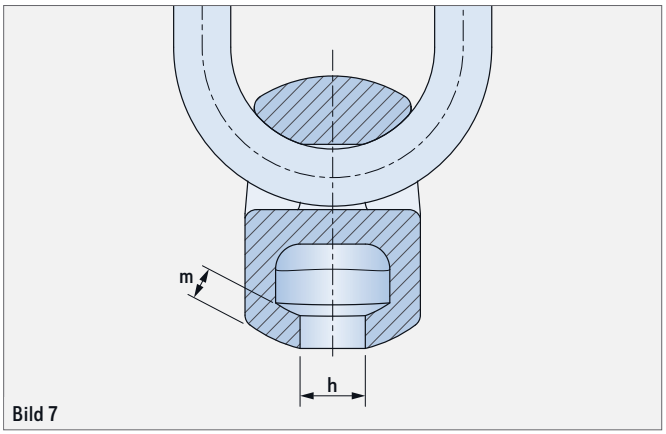

Bild 7
- Bei Über- bzw. Unterschreitung der zulässigen Verschleißmaße ist ebenfalls die Ablegereife erreicht (siehe Tabelle 4 und Bild 7).
PHILIPP bietet zum schnellen und einfachen Prüfen der Verschleißmaße an einem Kugelkopf-Hebekopf eine Prüflehre an. Mit Hilfe dieser Prüflehre kann sowohl die Maulweite h_{max} als auch die Lippendicke m_{min} geprüft und somit u.a. eine Ablegereife bestimmt werden (siehe Tabelle 4 und Bild 7).